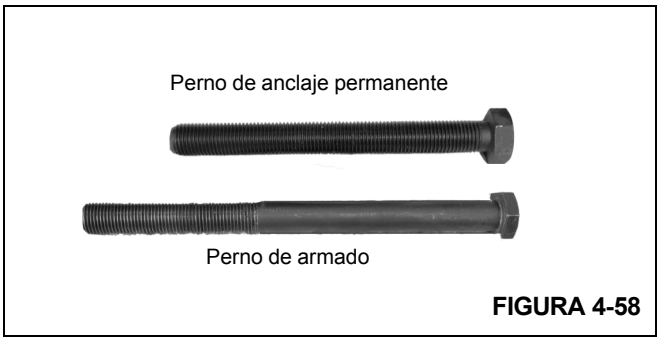

FIGURA 4-58
21. Instale el perno de ajuste (Figura 4-58) en el conjunto de anclaje.